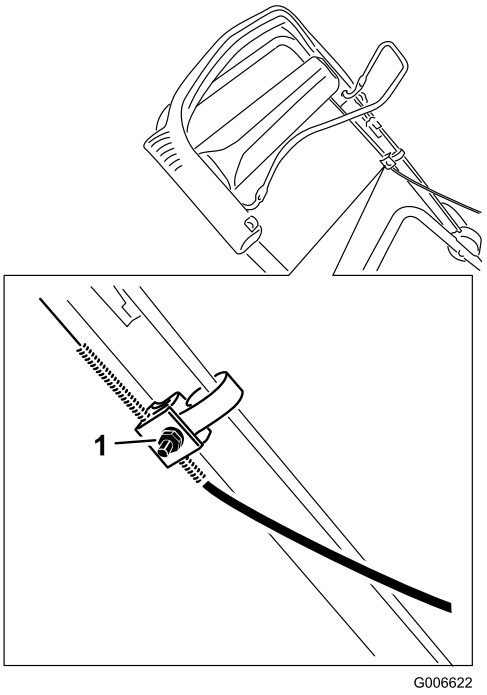

Figuur 25
3. Draai de moer op de kabelbevestiging los (Figuur 25).